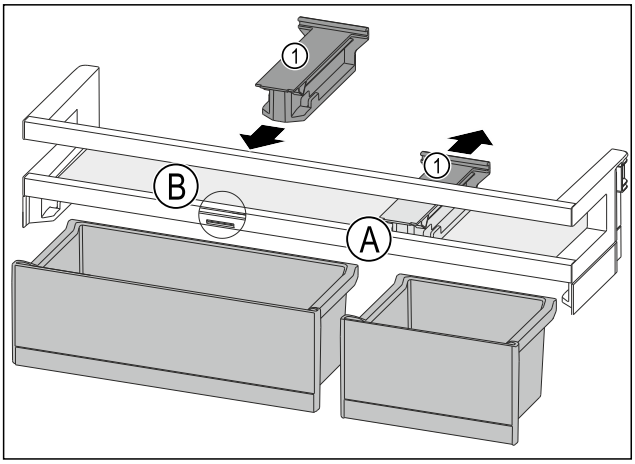

Fig. 109
▶ Držák *Fig. 109 (1)* v poloze *Fig. 109 (A)* stáhněte dozadu.
▶ Držák *Fig. 109 (1)* vložte v poloze *Fig. 109 (B)*.